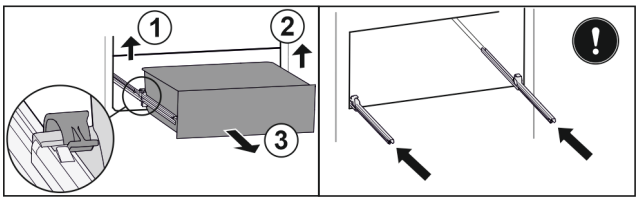

Fig. 168
▶ Lift left clamp and simultaneously pull drawer forwards on the left. *Fig. 168 (1)*
▶ Lift right clamp and simultaneously pull drawer forwards on the right. *Fig. 168 (2)*
▶ Remove drawer to the front. *Fig. 168 (3)*